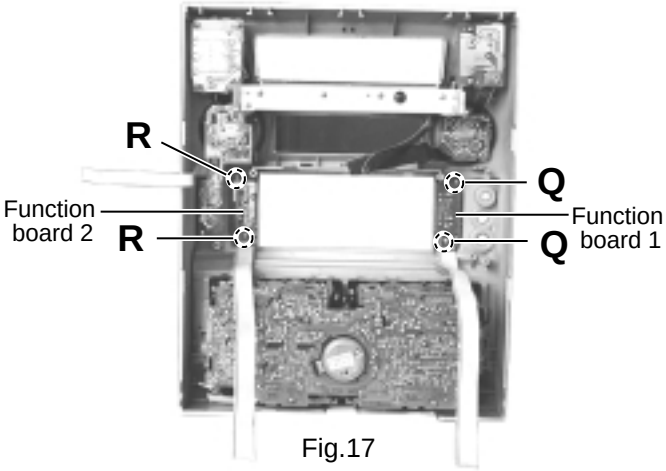

Fig.17
■Removing the boards in the front panel assembly (See Fig.17 and 18)
— Function board1 (See Fig.17) —
— Function board2 (See Fig.17) —